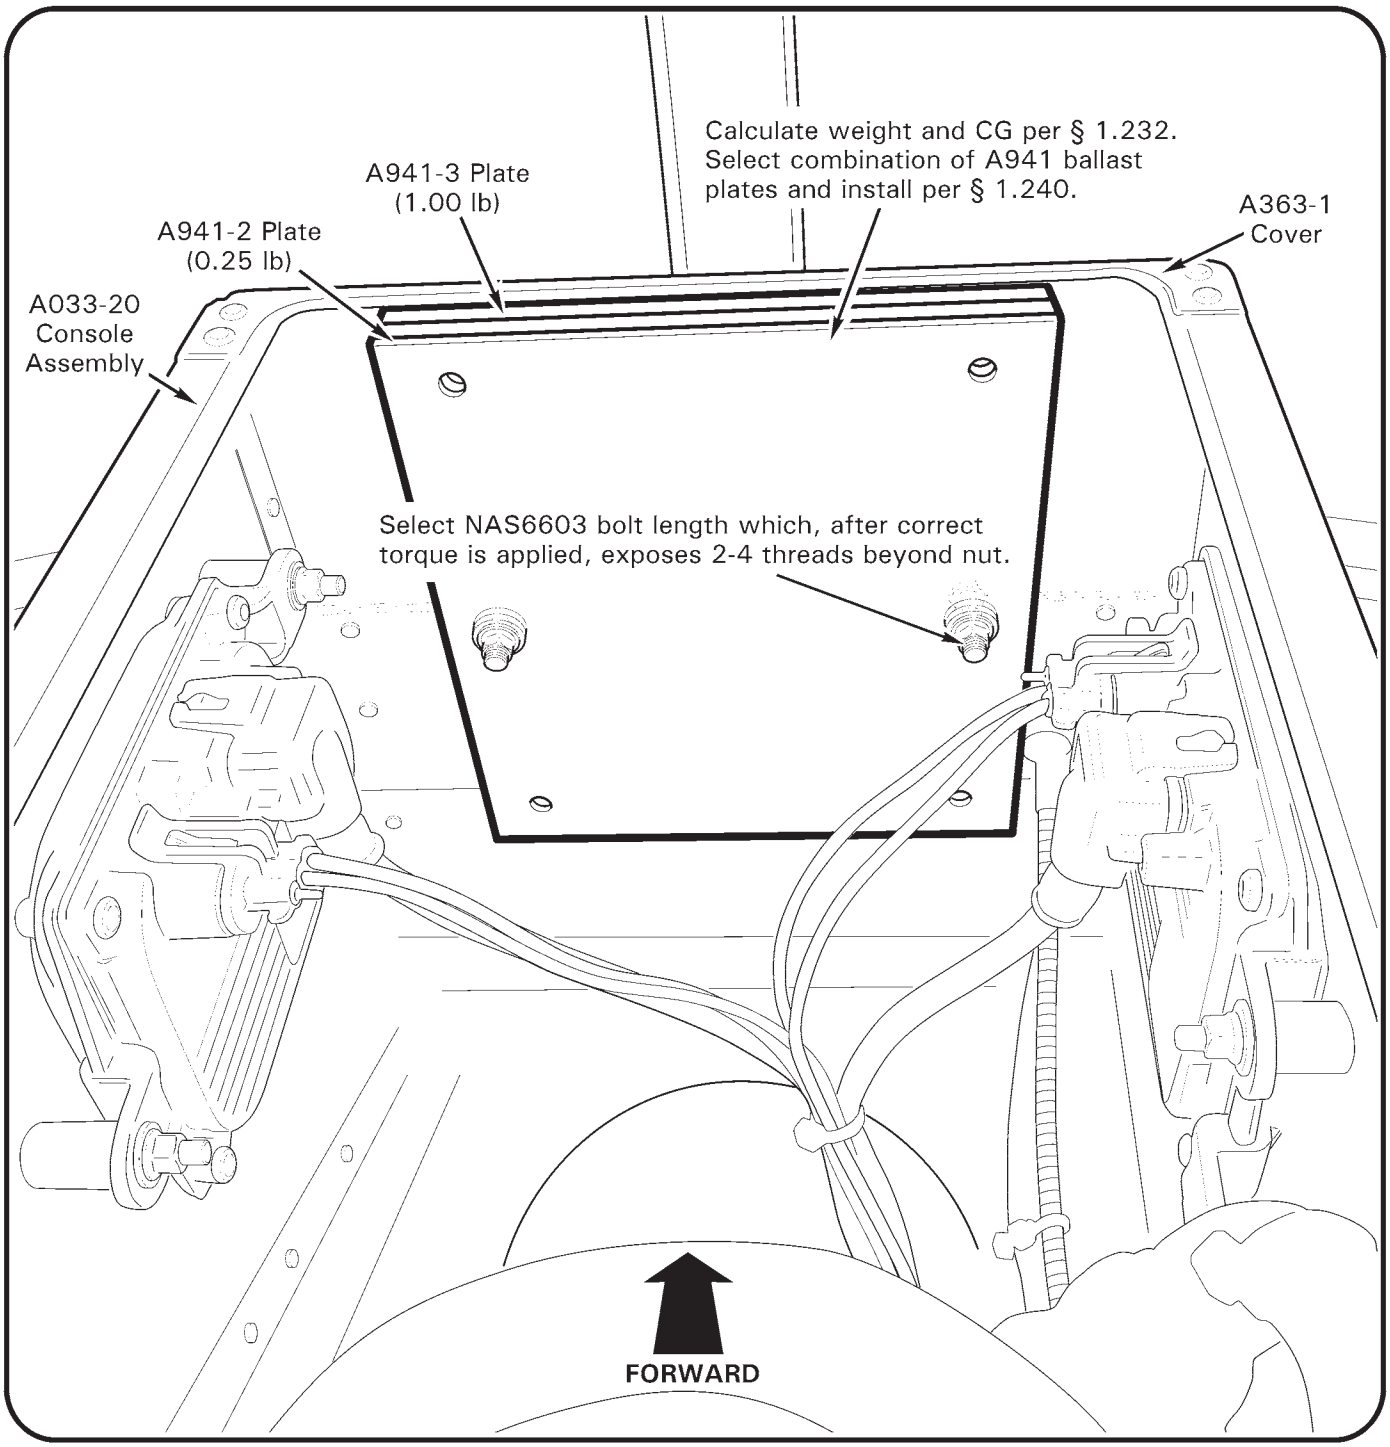

FIGURE 1-9 NOSE BALLAST
2. Refer to Figure 1-9. Remove hardware securing A941-2 or -3 ballast plate(s), if installed, to A363-1 cover.